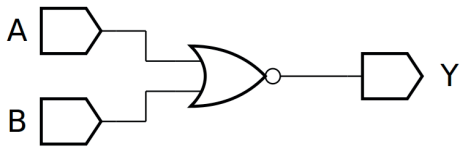
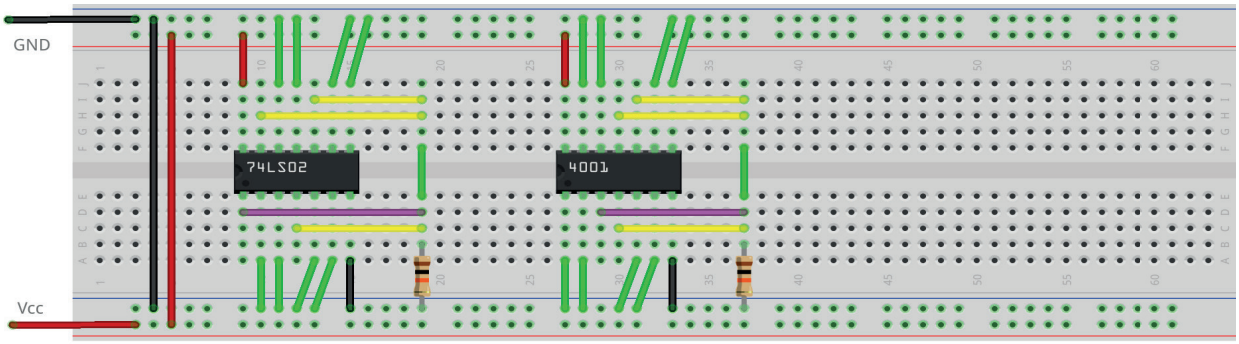

Figura 3.56 – Diagrama esquemático.
Figura 3.57 – Placa de montagem com componentes.
1. Monte o circuito da figura 3.56, conforme mostrado na figura 3.57, na placa de montagem.
d) Conecte os fios verdes. Os fios verdes estão conectados ao terra e portanto fornecendo valor lógico (0) às entradas de todas as portas do CI.
26. Utilizando o software de simulação SmartSim, simule a porta NOU (NOR) de acordo com a figura 3.56. Compare a simulação com a tabela 3.19.